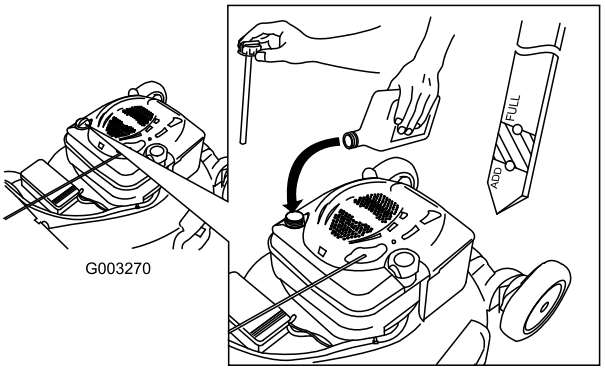

Figur 36
4. Hæld **langsomt** olie i oliepåfyldningsrøret, indtil oliestanden når op til linjen Full (fuld) på målepinden (Figur 36). **Fyld ikke for meget på.** (Påfyld maks.: 0,59 l, type: SAE 30W selvrensende olie med API-serviceklassifikation SF, SG, SH, SJ, SL eller højere.)